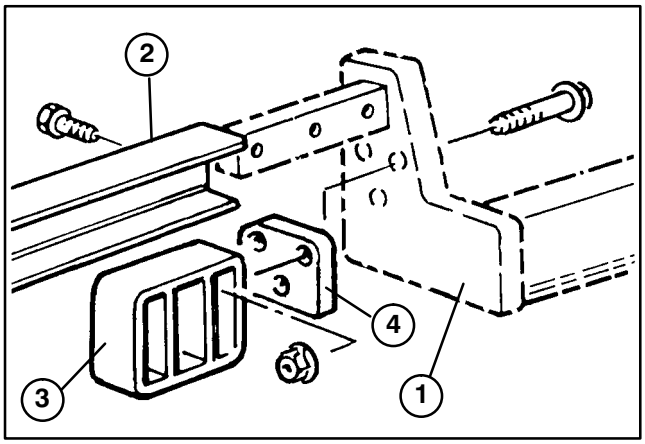

Figure 5
2. Mount a rear cradle to each lift arm with (3) 3/8−16 x 2" lg. capscrews, spacers and flangenuts as shown in figure 5.